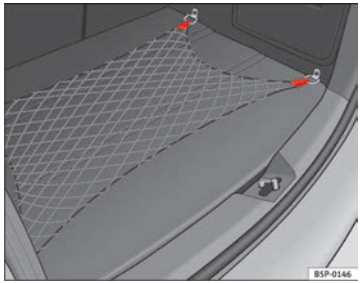

Fig. 106 Rete portaoggetti del bagagliaio ▶
– Tutti i bagagli e gli altri oggetti devono essere collocati nel bagagliaio e fissati in modo che non possano muoversi ⇒ fig. 106.